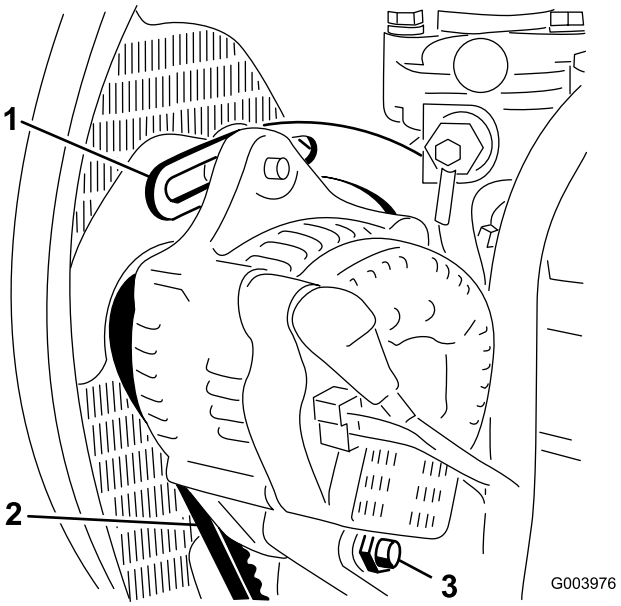

Figuur 65
2. Controleer de spanning van de riem door deze (Figuur 65) midden tussen poelies van de wisselstroomdynamo en de krukas in te drukken met een kracht van 10 kg.
3. Draai de bout los waarmee de beugel is bevestigd aan de motor (Figuur 65), alsmede de bout waarmee de wisselstroomdynamo is bevestigd aan de beugel en de ankerbout.